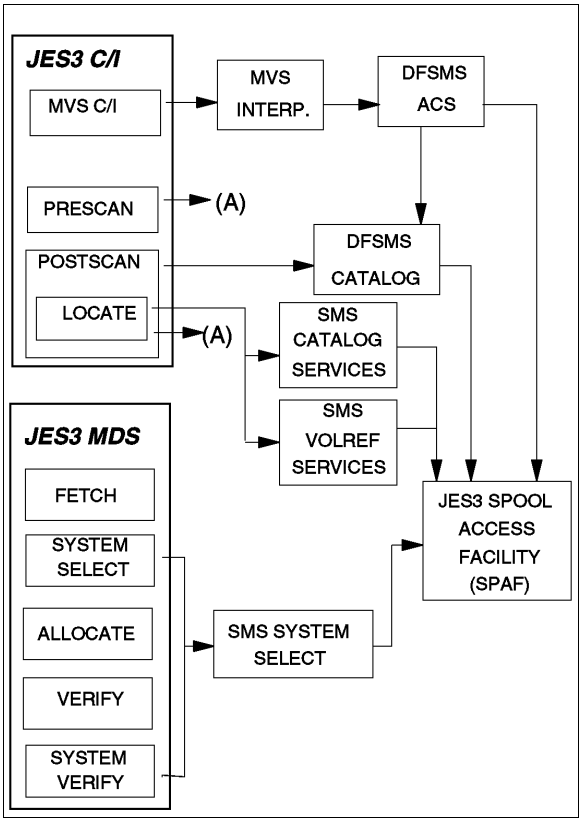

Figure C-11 JES3 CI and MDS processing phases
- Two calls, one from the prescan phase and the other call from the locate processing phase, are made to the new DFSMS support module, as shown in Figure C-11.
Figure C-11 shows the JES3 processing phases for CI and MDS. The processing phases include the support for system-managed direct access storage device (DASD) data sets.